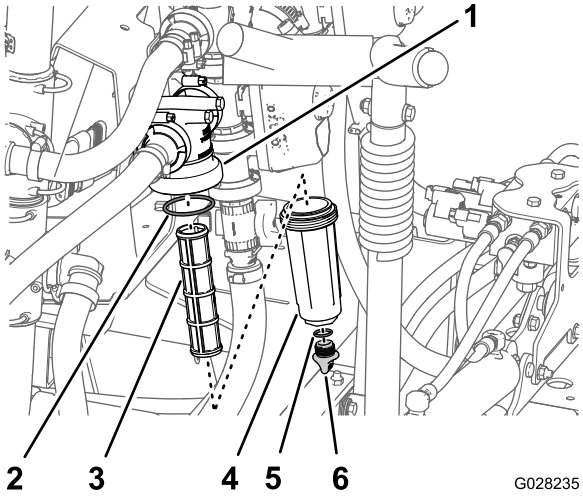

Figura 109
2. Alinhe um recipiente de escoamento debaixo do filtro de pressão (Figura 109).
3. Rode o tampão de drenagem no sentido contrário ao dos ponteiros do relógio e retire-o do recipiente do filtro de pressão (Figura 109).
4. Rode o recipiente no sentido contrário ao dos ponteiros do relógio e retire a cabeça do filtro (Figura 109).
5. Retire o elemento do filtro de pressão antigo (Figura 109).
6. Verifique o anel de retenção do tampão de drenagem (localizado no interior do recipiente) e o anel de retenção do recipiente (localizado no interior da cabeça do filtro) e veja se há danos e desgaste (Figura 109).
7. Instale o novo elemento do filtro de pressão na cabeça do filtro (Figura 109).
8. Instale o recipiente na cabeça do filtro apertando à mão (Figura 109).
9. Instale a tampa no depósito e aperte manualmente (Figura 109).